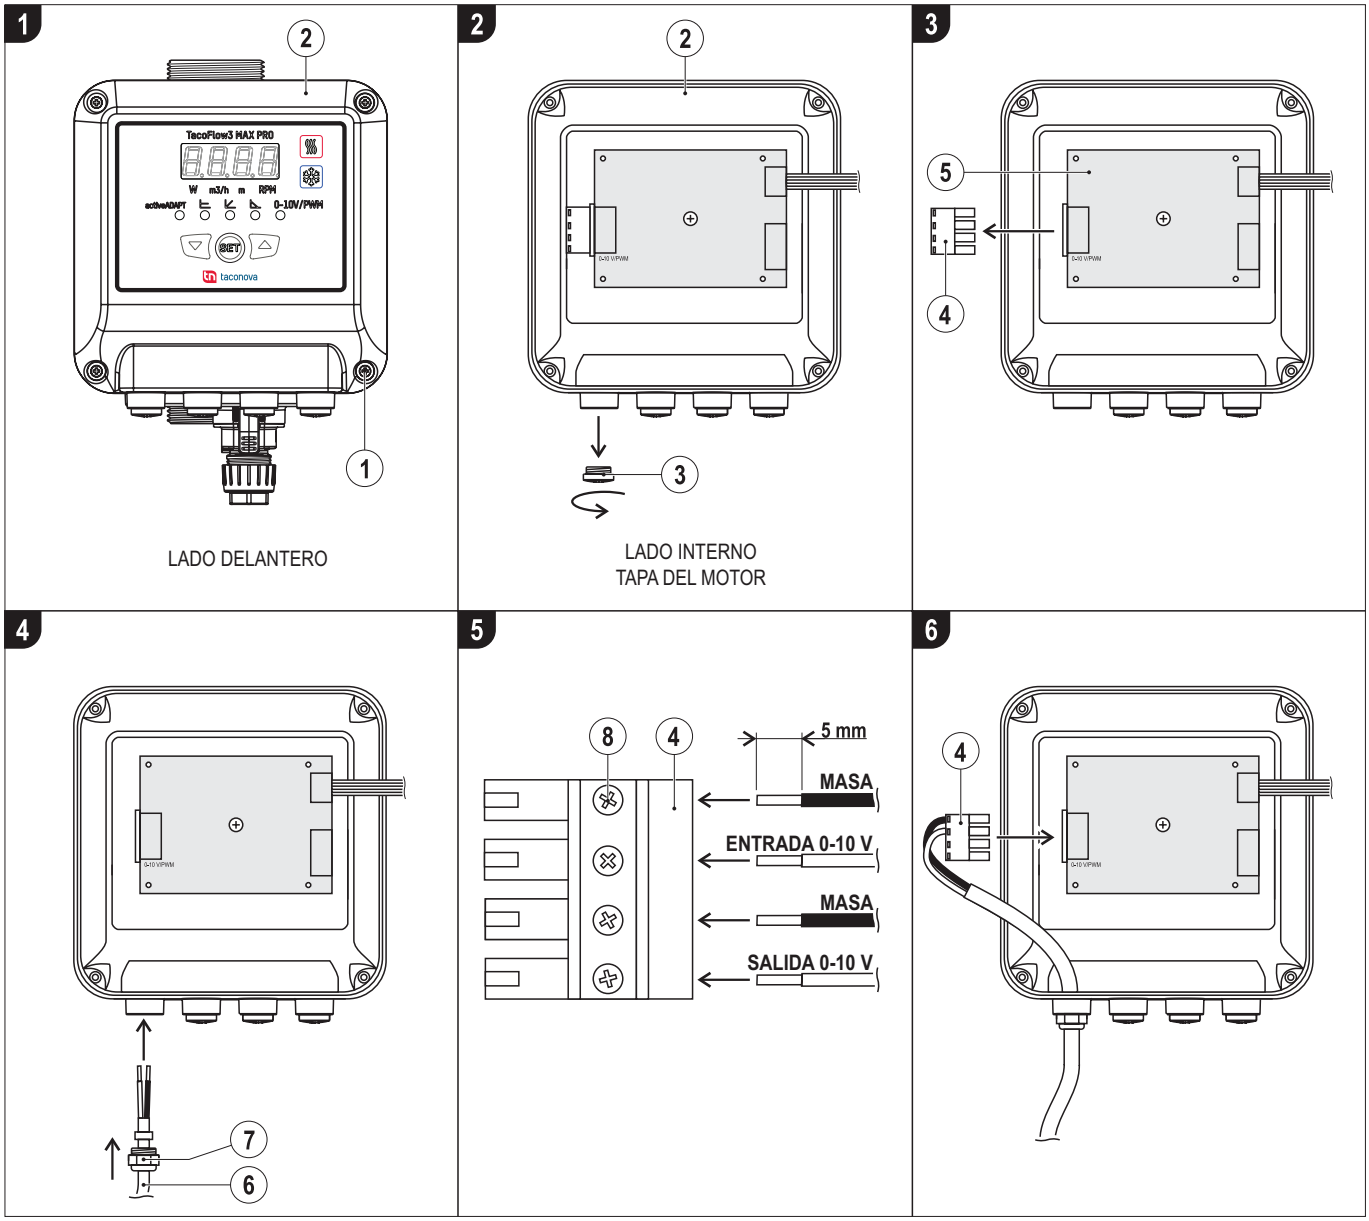

FIG. 11 *(Conexión externa para señal de 0-10 V / PWM)*
1) Desenrosque los cuatro tornillos **(FIG. 11 - Ref. 1)** que fijan la tapa del motor **(FIG. 11 - Ref. 2)**
2) Desenrosque un tapón de salida de señales **(FIG. 11 - Ref. 3)**
3) Desconecte el conector **(FIG. 11 - Ref. 4)** de la tarjeta electrónica **(FIG. 11 - Ref. 5)**
4) Introduzca el cable **(FIG. 11 - Ref. 6)** en el prensaestopas M12x1,5 **(FIG. 11 - Ref. 7)** (no suministrado) y enrósquelo en la tapa
5) Pele (MÍN. 5 mm) los extremos de los cables e introdúzcalos en el conector **(FIG. 11 - Ref. 4)** y fíjelos con los tornillos **(FIG. 11 - Ref. 8)**